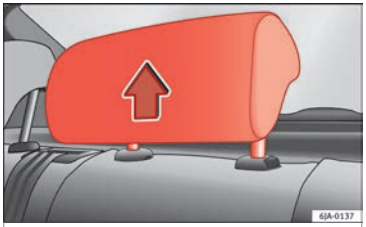

Fig. 74 Head restraints in the correct position.
– Three positions for **use** ››› Fig. 74. In these positions, the head restraints are used normally, and along with the rear seat belts, protect passengers in the rear seats.